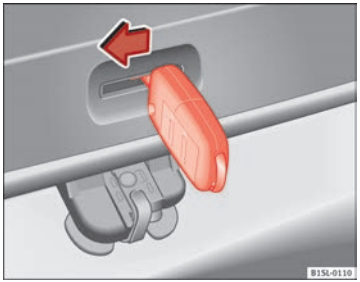

Fig. 130 From the luggage compartment: Manually unlocking the rear lid. ▶
- Insert the key shaft into the rear lid opening ⇒ fig. 130 and press the release lever in the direction of the arrow to unlock the rear lid. ■